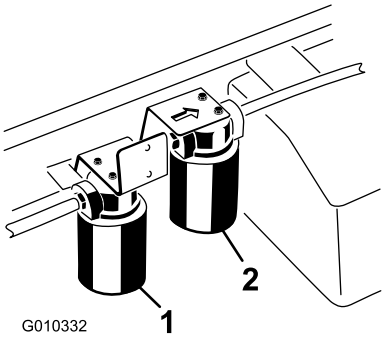

Figuur 74
3. Plaats een opvangbak onder het filter en verwijder het filter (Figuur 74).
1. Reinig de omgeving van de plaats waar het filter met hoge stroming wordt gemonteerd (Figuur 74).